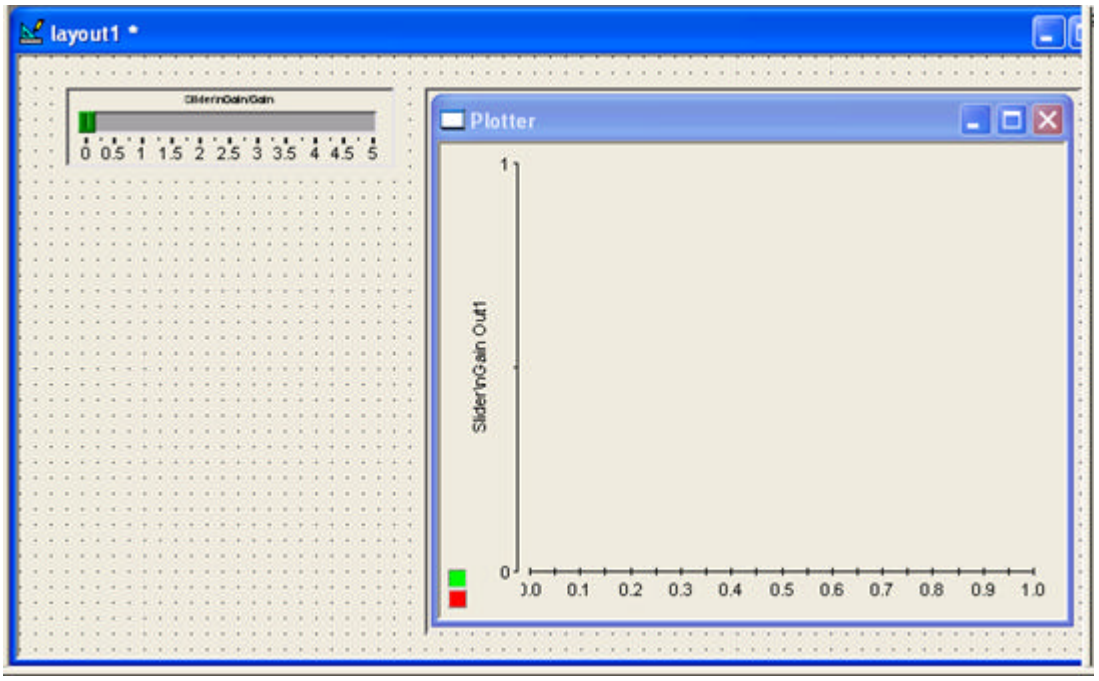

Figura 2.14: Haciendo un graficador para monitoreo de señales
- Cuando arrastre la segunda señal, esté seguro que libera el botón del ratón sobre la primera, en el eje vertical. De otro modo, se dibujará un nuevo eje vertical y tendrá menos espacio disponible para visualizar las formas de onda. Ahora las dos señales están asignadas al *plotter* y se visualizarán en diferentes colores. La etiqueta en el eje vertical mostrará únicamente la última señal arrastrada al osciloscopio. Su *Layout* debe ser como el que aparece en la figura 2.14.